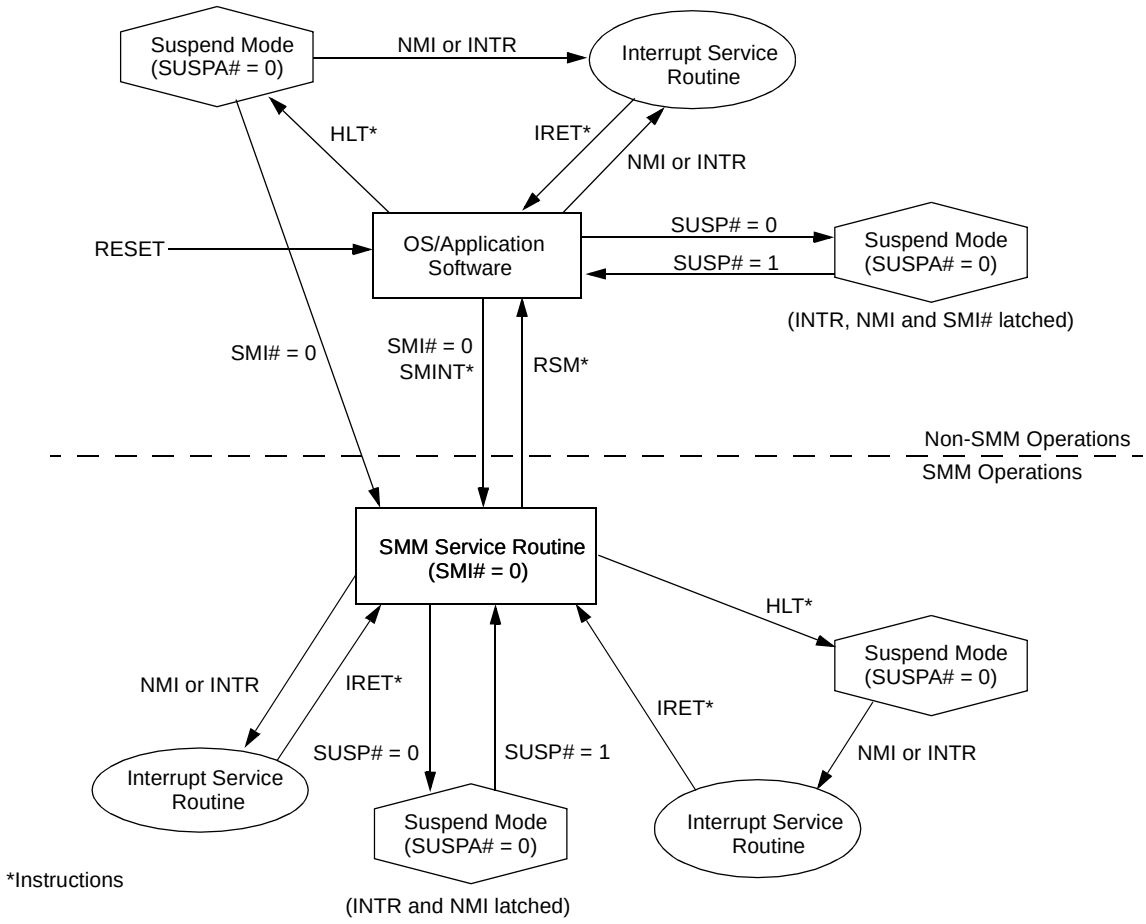

**Figure 3-12. SMM and Suspend Mode State Diagram**
The state diagram shown in Figure 3-12 illustrates the various CPU states associated with SMM and Suspend mode. While in the SMM service routine, the GXLV processor core can enter Suspend mode either by (1) executing a halt (HLT) instruction or (2) by asserting the SUSP# input.